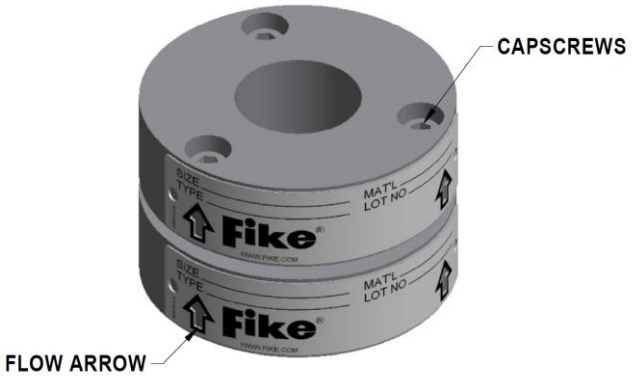

Figure 3 - Rupture Disc Holder
2. Separate rupture disc holder components (See Figure 3).